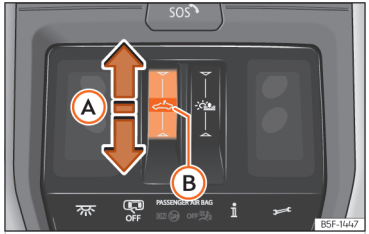

Abb. 87 Im Dachhimmel: Bedienelement für Panorama-Schiebedach.
- Automatische Bewegung: Den Finger nach hinten über den Funktionsbereich ››› **(Abb. 87)** (A) ziehen.
- Innerhalb von etwa 5 Sekunden nach der Aktivierung des Einklemmschutzes den Finger nach vorne über den Funktionsbereich ⌂ ››› (Abb. 87) Ⓐ ziehen und gedrückt halten bis das Dach vollständig geschlossen ist.